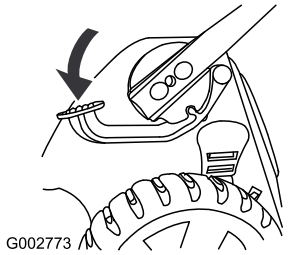

Figuur 49
1. Houd het pedaal ingetrapt (Figuur 49).